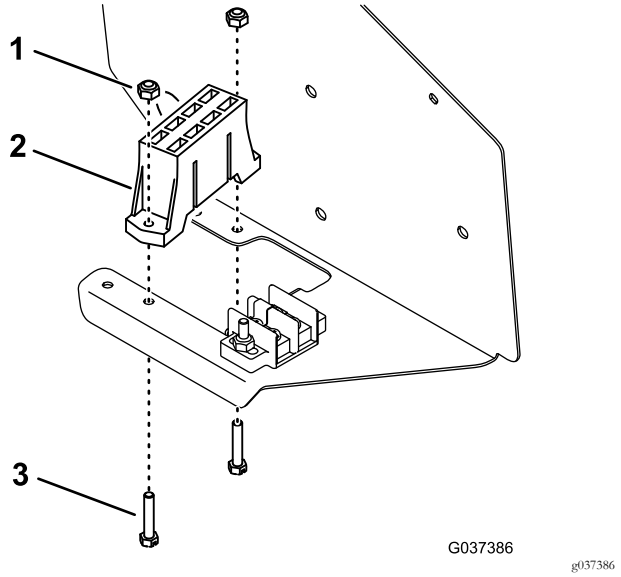

Bild 9
5. Befestigen Sie den Sicherungsblock mit zwei Schrauben und Sicherungsmuttern unten am Armaturenbrett (neben dem vorhandenen Sicherungsblock) (Bild 9).
Hinweis: Setzen Sie die Schrauben von der Unterseite des Armaturenbretts ein, wie Bild 9 abgebildet.